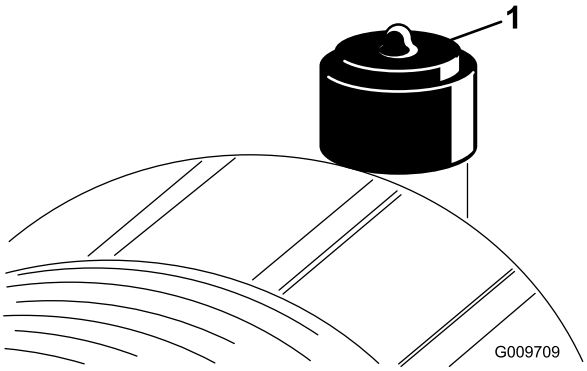

Figur 47
- Byt ut luftrenarinsatsen när luftrenarindikatorn (Figur 47) är röd. Rengör inte luftfilterinsatsen för noga.
3. Återställ luftrenarindikatorn om den är röd. Se Figur 47 i Kontrollera luftrenarindikatorn (sida 40).